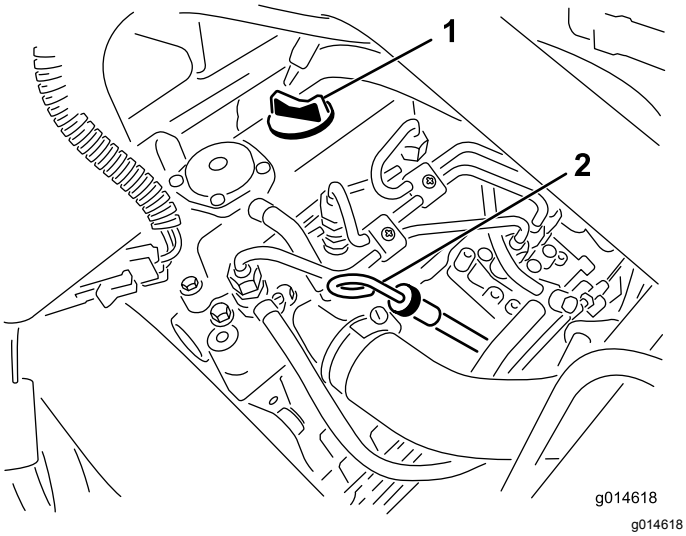

Figuur 25
2. Verwijder de peilstok en veeg deze af met een schone doek (Figuur 25).